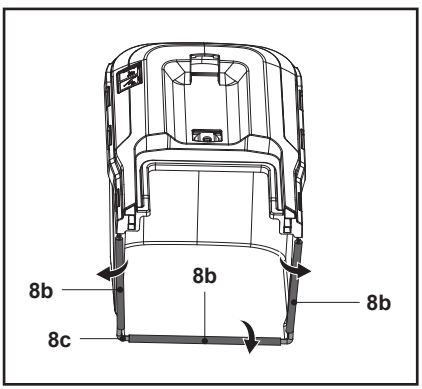

Fig. 5
1. Attacher les trois clips en caoutchouc (8b) sur la tige de support (8c) du bac de ramassage (8) (Fig. 5).